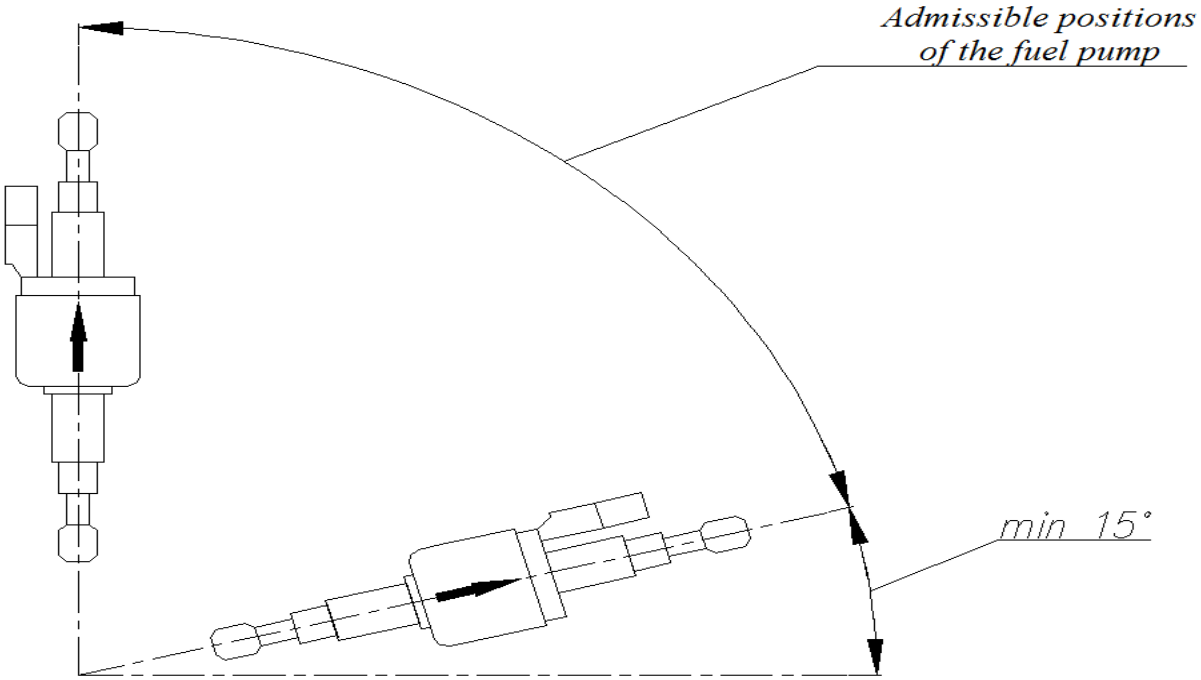

Fig. 10 Admissible assembling positions of the fuel pump
-It's preferable to place the axle of the fuel pump closer to the vertical (see figure 10)